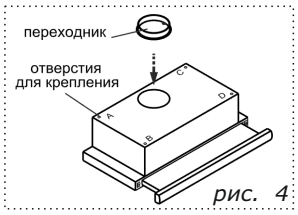
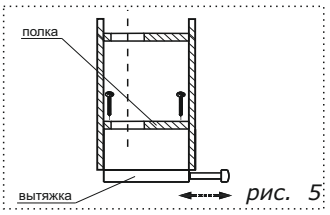

рис. 4
рис. 5
6.1 Установите пластиковый переходник и зафиксируйте его защелками (рис. 4). (для всех, кроме вытяжек Интегра S2 60Н(П)-700-В2Д, Интегра Glass 60Н(П)-650-В2Л, Slide Glass 50/60Н(П)-1000)
6.3 Крепление кухонной вытяжки к верхней полке над плитой (рис. 4, рис. 5):
- вырежьте дополнительное отверстие в полке шкафа (рис. 5) для воздуховода при работе в режиме «вытяжка» и для свободного прохождения воздуха при работе в режиме «рециркуляция».
- снимите алюминиевый фильтр (рис. 4);